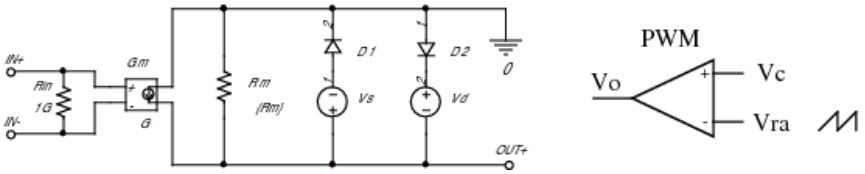

Figura 9
- Controlar la llave a través de un circuito Modulador de Ancho de Pulso (PWM). En la Figura 9 se presenta un ejemplo de circuito modulador de ancho de pulso con su modelo de PSpice y en la Figura 9 se describen sus parámetros.